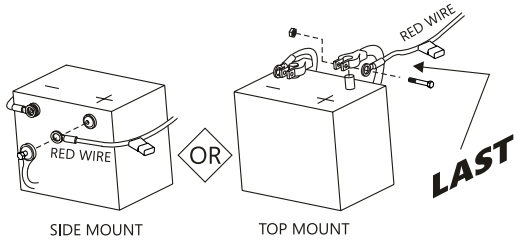

Figure 13-4
7. Last, attach red wire to the positive terminal on the battery. [*Figure 13-4]*